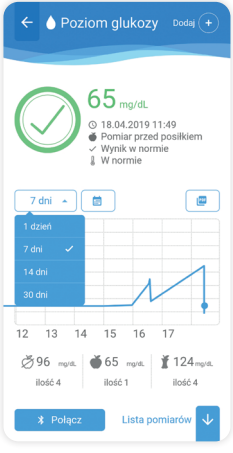

Rys. 47
- Zakres dni oraz kalendarz, które chcemy zobaczyć na wykresie (Rys. 47, 48)
- Widok ustawienia przedziału czasowego do prezentowania danych na wykresie (można ustawić 1 dzień, 7 dni, 14 dni, 30 dni) (Rys. 47)